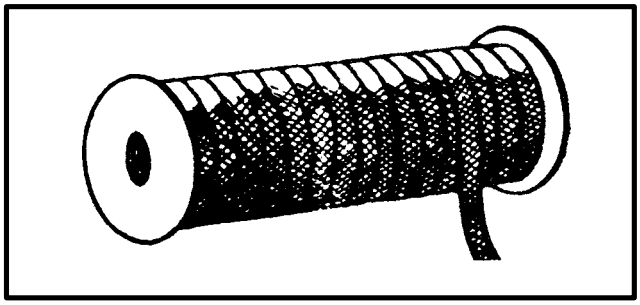

*Figure 8-14. 1/4-Inch Cotton Webbing*
**b. Cotton Webbing.** Cotton webbing is used as an alternative to pressure-sensitive tape. The 1/4-inch wide Type I cotton webbing (Figure 8-14) is rated at 80 pounds breaking strength. Cotton webbing is also used to combine and hold the legs of the cargo sling on top of the load after the sling legs are attached. Once tension is applied to the sling, the webbing will break, freeing the sling legs for normal weight-carrying configuration. This breakaway technique reduces the risk of the sling legs fouling on the load during hookup and lift-off.